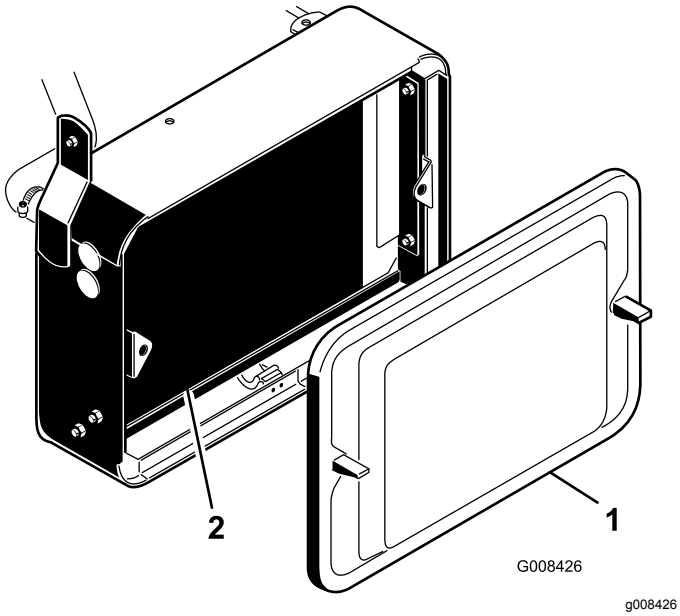

**Rysunek 46**
1. Zdejmij osłonę chłodnicy (Rysunek 46).